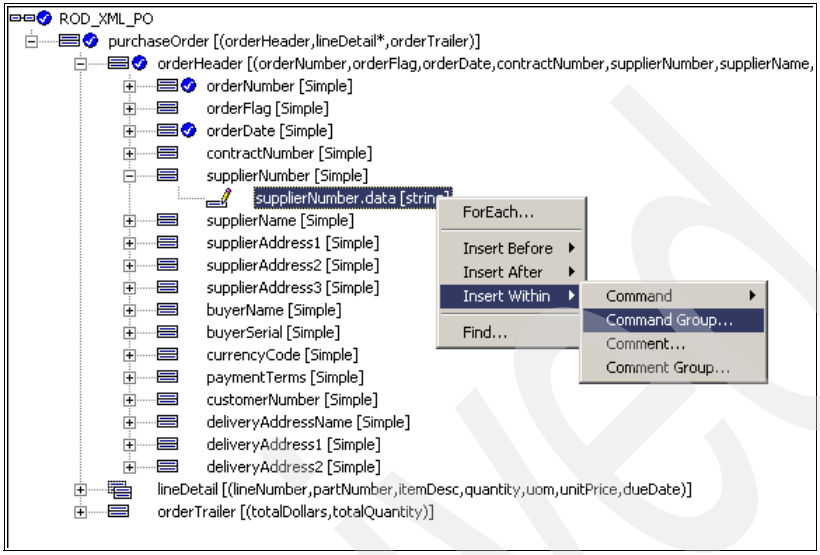

Figure 15-35 Create new command group
1. Right-click the **supplierNumber** element in the Mapping Command window (Figure 15-35) and select **Insert Within** → **Command Group... .**